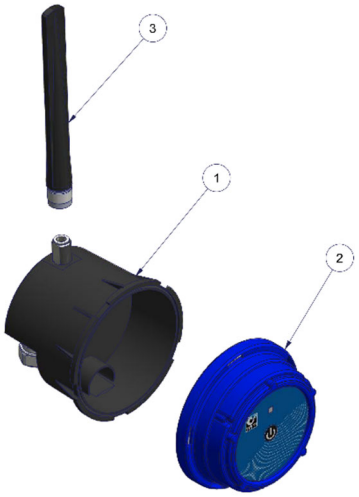

Figure 1 Les pièces du CV-Log-35
c. (**1**) ou (**A**) : Les chiffres et les lettres entourés d'un cercle dans le texte respectivement aux parties décrites aux figures (exemple : Figure 1 - page 5)